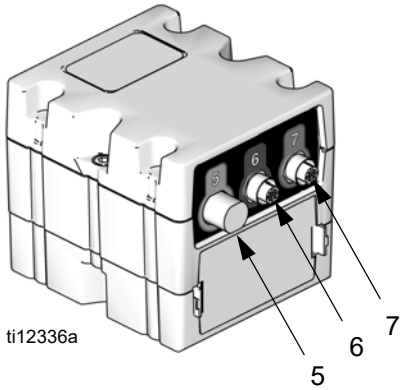

FIG. 13: Raccordements arrière du Module de contrôle des fluides
6. Branchez les câbles à l'arrière du module de contrôle des fluides. Voir FIG. 13 et le tableau suivant.